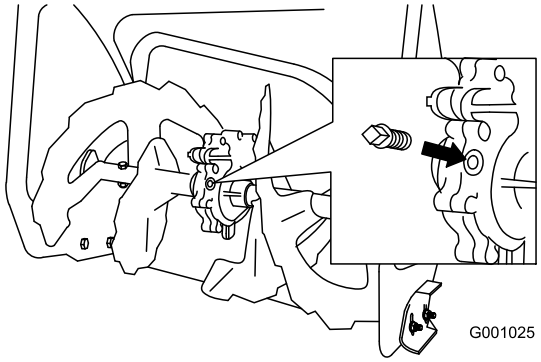

Figur 47
2. Rengør området omkring rørproppen (Figur 47).